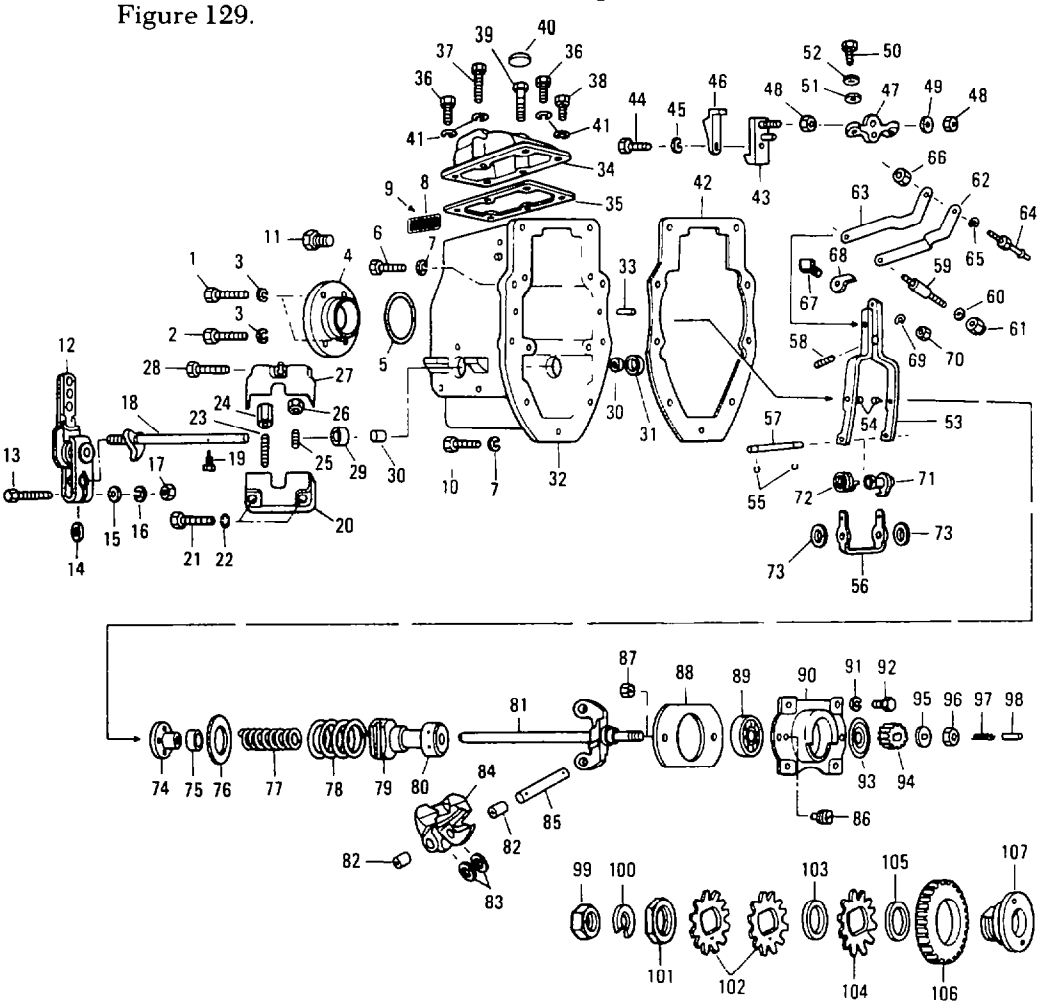

Fig. 129 — Exploded View of GVB/E 6881 Governor
NOTE: Unless otherwise stated, all numbers in parentheses ( ) refer to illustration numbers in Figure 129.
a. Remove the governor inspection cover (fig. 129, item 34), gasket (item 35) and screws (items 36 to 40).
b. Remove two screws (item 50) and lockwashers (items 51 and 52) and remove the stop plate assembly (item 43 to 48) from the governor housing (item 32).
c. Remove the operating lever covers (item 20 and 27).
d. Remove the set screw (item 19) from the operating shaft spring hub (item 71).
e. Withdraw the operating lever shaft (item 18) and remove the spring hub (item 71).
f. Remove the end cap screws (items 1 and 2), the end cap (item 4). the rear spring seat (item 74), shims (items 75 and 76) and springs (items 77 and 78).
g. Unscrew the four fastening screws from the front bearing bridge (item 90) and carefully slide the governor weight shaft assembly (items 81 to 85) from the governor housing (item 32).
h. If the operating lever shaft bushes (item 30) and oil seal (item 29) need replacing remove with tool TSE 7936.
i. Withdraw the fulcrum lever assembly (item 53 to 68) and sleeve (item 79) from the governor housing (item 32).
j. Remove the weight lubricating plunger (item 98) and spring (item 97). Remove the nut (item 96), washer (item 95), slinger (item 93) and driven gear (item 94).
k. Use an arbor press to remove the shaft (item 81) from the ball bearing (item 89) and bridge (item 90).